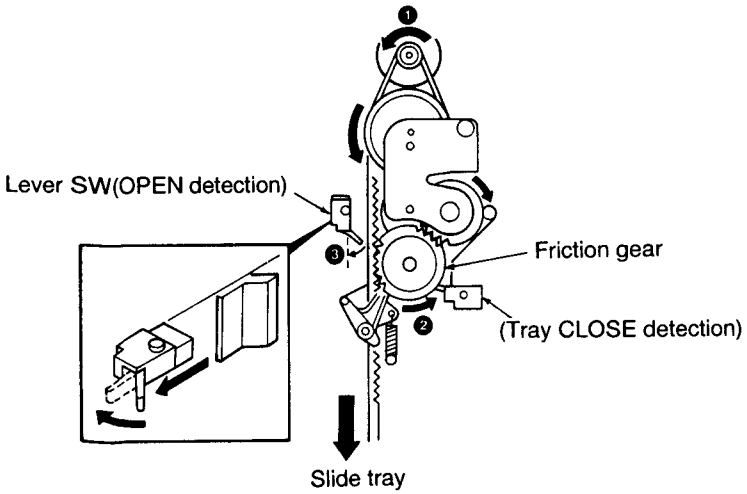

FIG. 4
If press the OPEN/CLOSE key during playback, traverse keeping up condition, the loading motor rotates in the direction of the arrow (Fig. 4 ❶).
When the tray is almost finished opening, the lever switch (Fig. 4 ❸) is pressed by the projection on the rear side of the slide tray and opening comes to a stop.